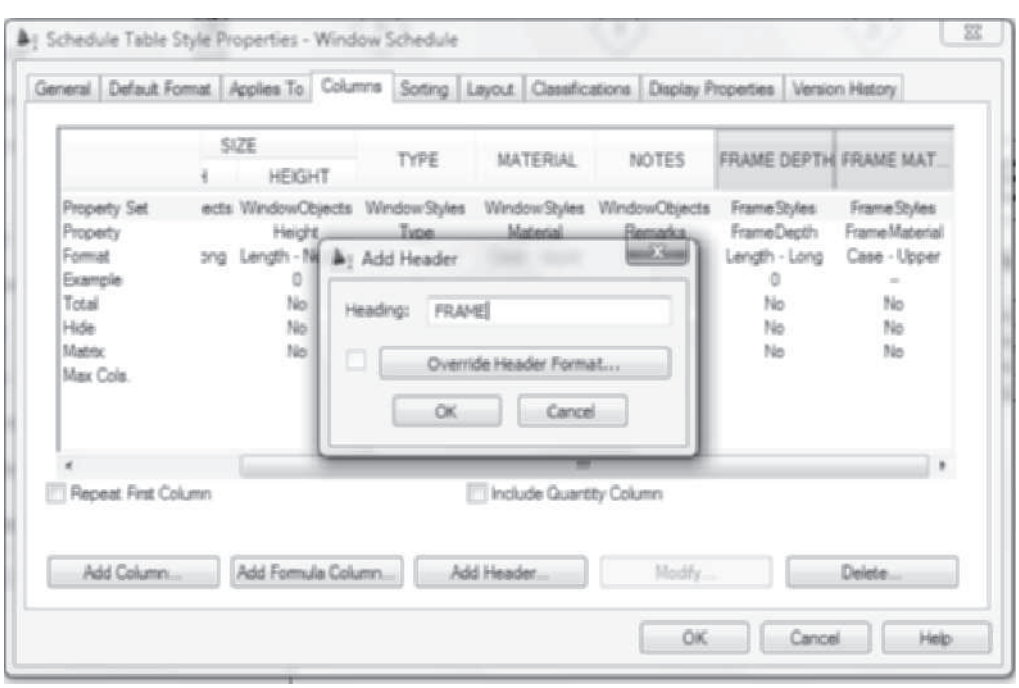

FIGURE 11.63 *Adding a header*
14. In this step a header is added for the new columns added in the previous steps. Hold down CTRL and select the **FRAME DEPTH** and **FRAME MATERIAL** column headings. Click the **Add Header** button and type **FRAME** in the **Add Header** dialog box as shown in Figure 11.63. Click **OK** to dismiss all dialog boxes.